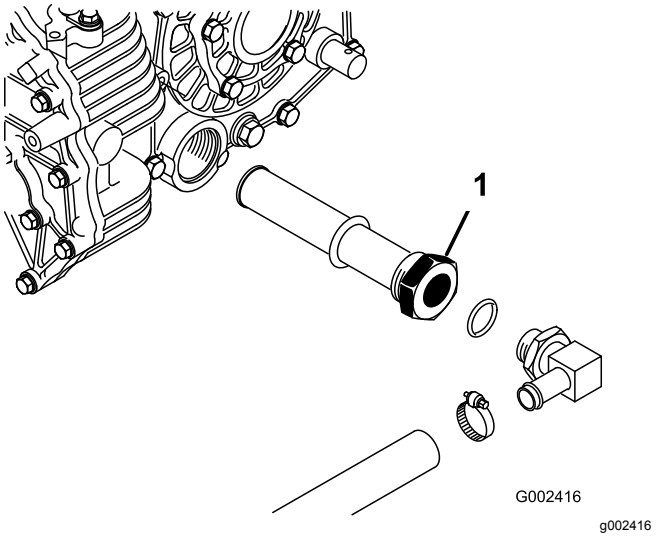

Figura 70
5. Annotatevi l'orientamento del flessibile idraulico e del raccordo a 90° collegati al filtro sul fianco del serbatoio (Figura 70).